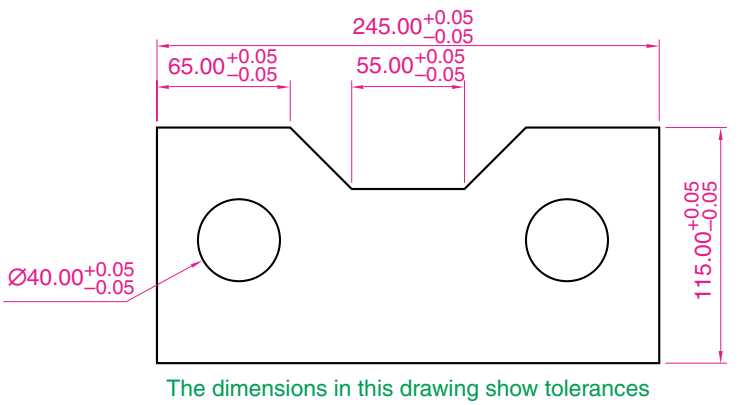

Fig. 6.24 Example – simple tolerances
Example – simple tolerances (Fig. 6.24)
2. Dimension the drawing using either tools from the **Dimension** toolbar or by *entering* abbreviations at the command line. Because tolerances have been set in the **Dimension Style Manager** dialog, the toleranced dimensions will automatically be added to the drawing (Fig. 6.24).
Example – Single Line Text (Fig. 6.24)
1. Open the drawing from the example on tolerances – Fig. 6.24.
The result is given in Fig. 6.24 on page 116.